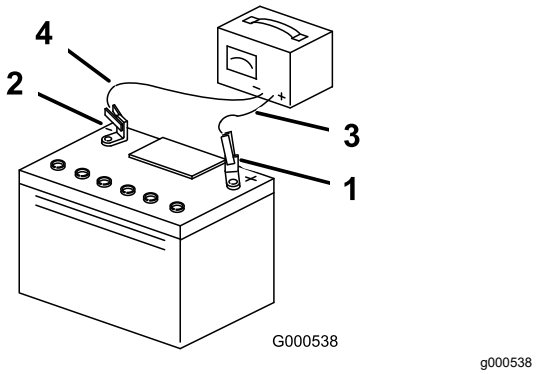

Figur 56
3. Når batteriet er helt oppladet, kobler du laderen fra strømuttaket, og deretter laderledningene fra batteripolene (Figur 56).